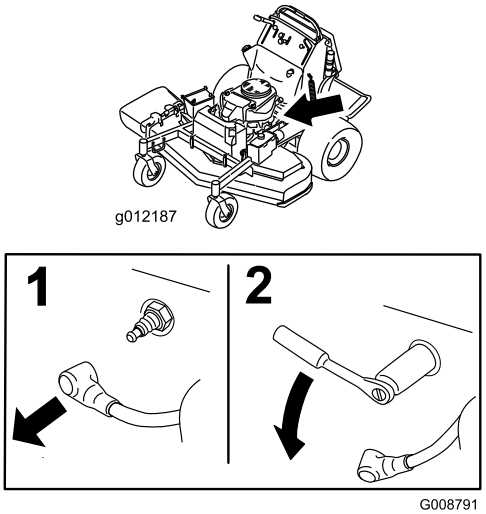

Figur 47
3. Afmonter tændrøret som vist i Figur 47.